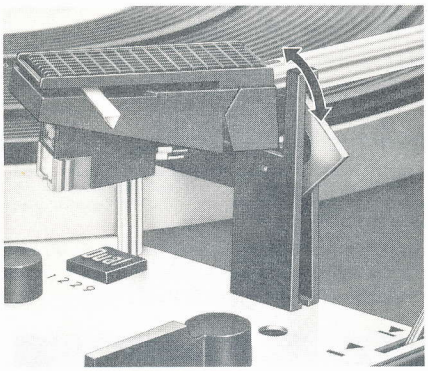

Fig. 7
Puis sélectionnez la vitesse correspondante ①, réglez la manette ⑲ sur la valeur correspondant au diamètre du disque (17, 25 ou 30 cm) et déverouillez le bras de lecture (fig. 7).
Remarque: après l'audition du disque ou du dernier disque d'une pile, le retour du bras et l'arrêt s'effectuent automatiquement. Il est alors conseillé de verrouiller le bras (fig. 7).